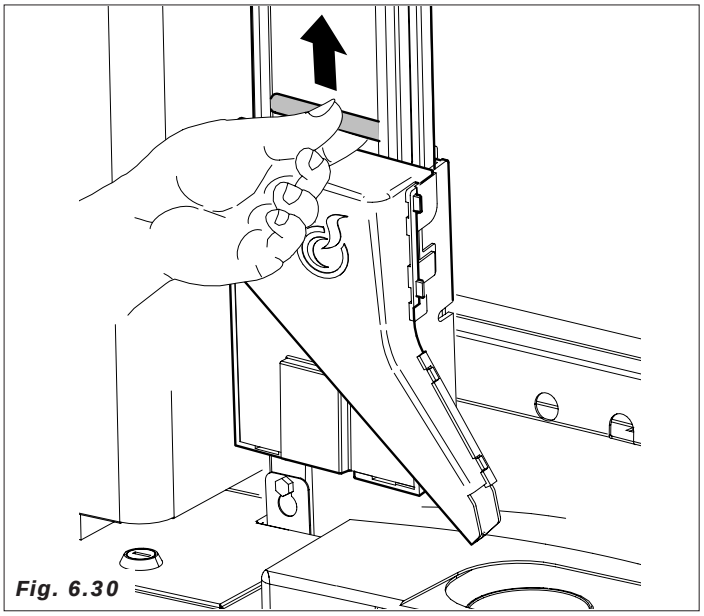

Fig. 6.30
– quitar el peso metálico de la guía *(Fig. 6.30)*